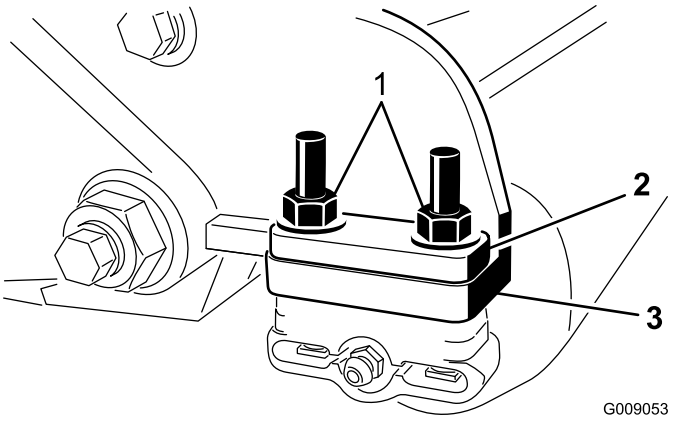

Figura 7
6. Retire las 2 contratuercas con arandela prensada que sujetan cada soporte de rodillo a las chapas laterales (Figura 7). No retire los pernos. **Retire también cualquier espaciador de 6 mm de la parte superior de la brida de montaje de la chapa lateral.**